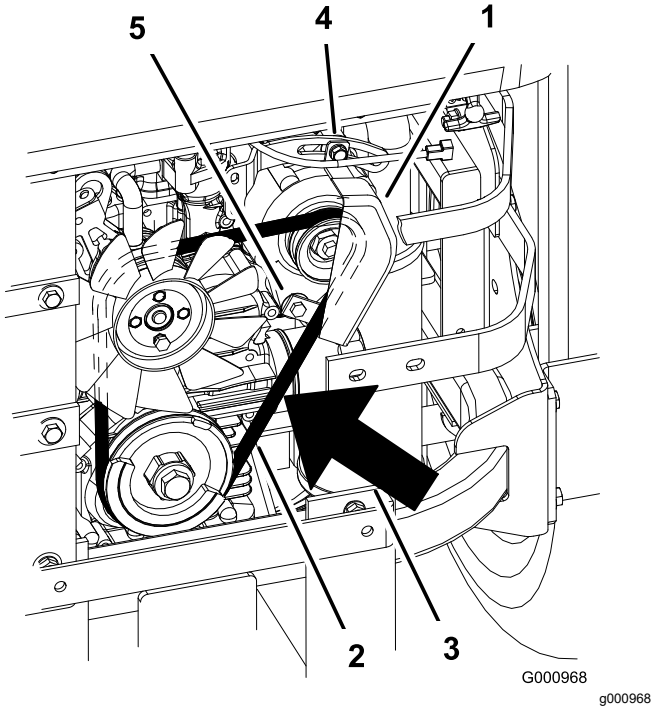

Rysunek 90
2. Przesuwaj alternator na zewnątrz, aż pasek między silnikiem a kołami pasowymi alternatorem będzie miał ugięcie od 7 do 9 mm przy nacisku 10 kg (Rysunek 90).
5. Jeśli ugięcie jest prawidłowe, dokręć górną i dolną śrubę (Rysunek 90).